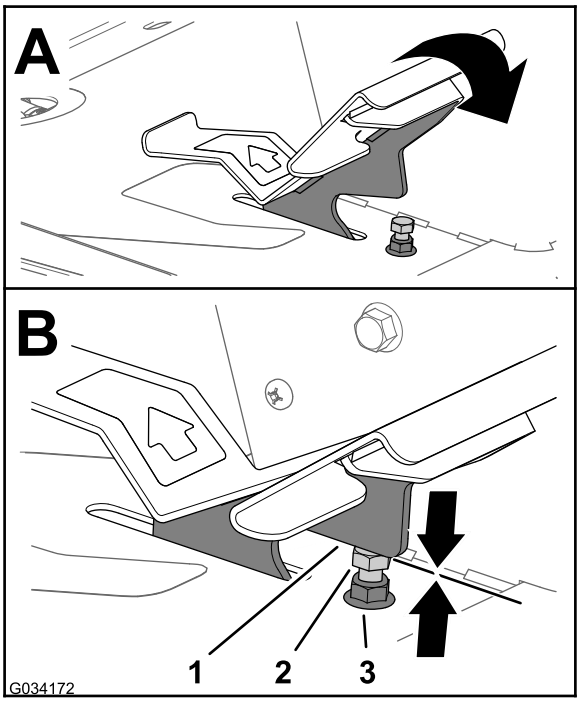
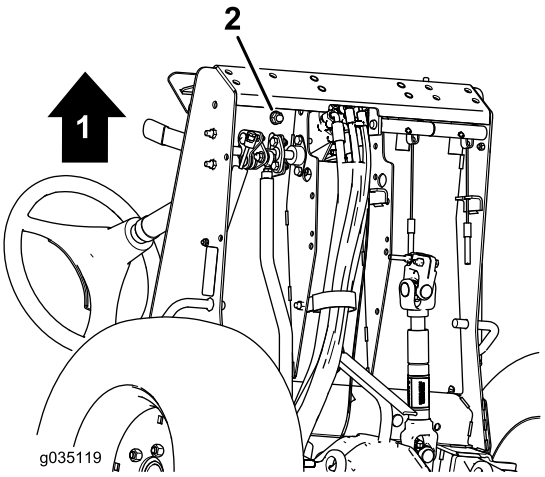

Figuur 80
Figuur 81
1. Beweeg het tractiepedaal geheel naar voren (Figuur 80) .
A. Hou de aanslag van het pedaal (Figuur 80) vast met een sleutel.
B. Draai de contramoer aan de onderkant van de voetsteunplaat los (Figuur 81).
C. Beweeg het tractiepedaal naar de Vol vooruit stand (Figuur 80).
D. Hou de aanslag van het pedaal vast, stel de contramoer boven de voetsteunplaat (Figuur 80) in totdat het pedaal de aanslag raakt.
F. Hou de aanslag van het pedaal vast, trek de contramoer onderaan de voetsteunplaat (Figuur 80 en Figuur 81) aan met 37-45 N·m.